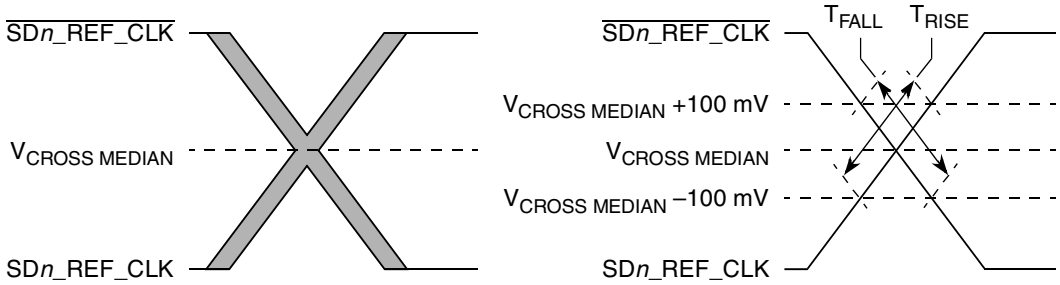

Figure 58. Single-Ended Measurement Points for Rise and Fall Time Matching
4. Matching applies to rising edge rate for SD*n*_REF_CLK and falling edge rate for $\overline{\text{SD}n\text{_REF_CLK}}$. It is measured using a 200 mV window centered on the median cross point where SDn_REF_CLK rising meets $\overline{\text{SD}n\text{_REF_CLK}}$ falling. The median cross point is used to calculate the voltage thresholds the oscilloscope is to use for the edge rate calculations. The Rise Edge Rate of SD*n*_REF_CLK should be compared to the Fall Edge Rate of $\overline{\text{SD}n\text{_REF_CLK}}$, the maximum allowed difference should not exceed 20% of the slowest edge rate. See Figure 58.